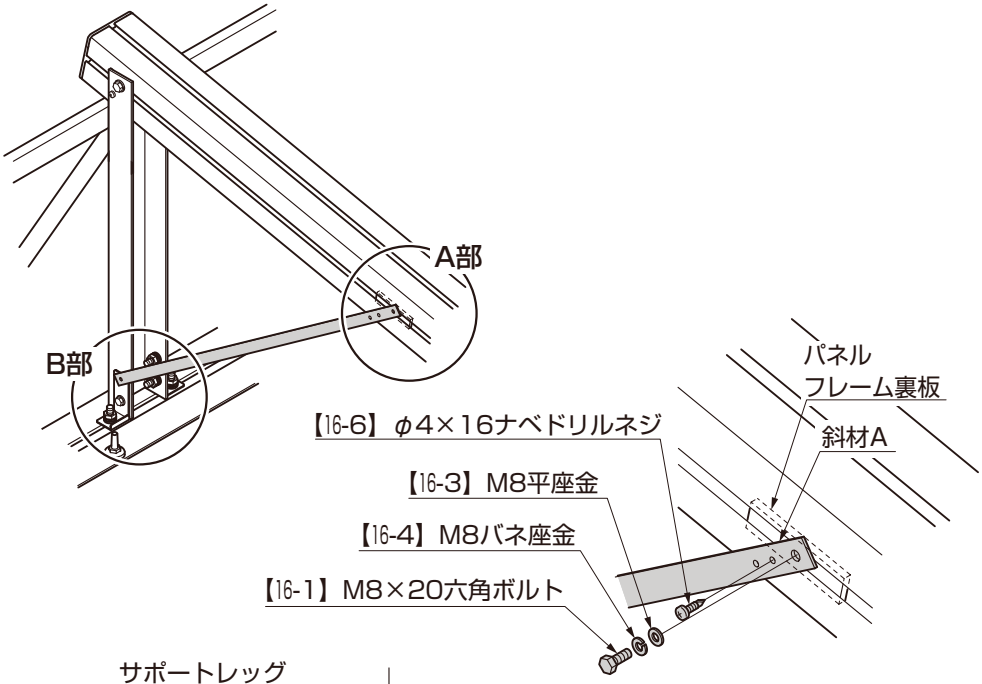

図3-1　A部斜材上部の取付け
②斜材A上側をパネルフレームに組付けた、パネルフレーム裏板に【16-1】、【16-3】、【16-4】、【16-6】で取付けてください。（図3-1参照）